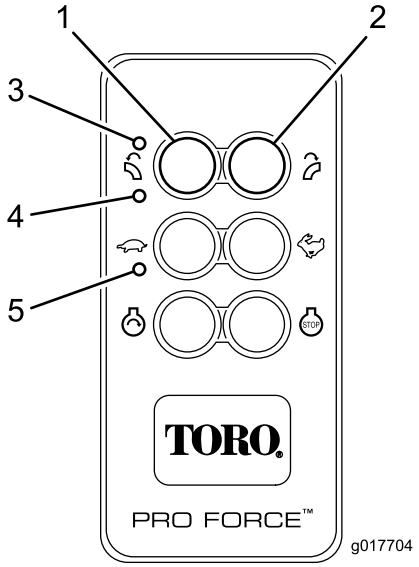

Figur 12
Fjärrkontrollen aktiveras (startar) när du trycker på någon av knapparna. Blinkande TX- och RX-lampor innebär att fjärrkontrollen är aktiv och står i kontakt med basenheten. För att förlänga batteriets livslängd är fjärrkontrollen bara aktiv i cirka tre (3) sekunder innan den automatiskt stängs av, såvida du inte trycker på någon knapp under de tre sekunderna. När tiden rinner ut och enheten stängs av slocknar alla lampor på fjärrkontrollen (Figur 12). Du kan aktivera fjärrkontrollen igen genom att trycka på någon av knapparna.